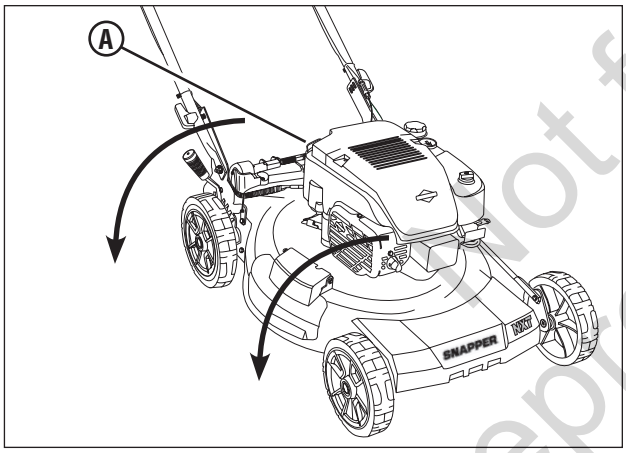

Figure 16 : Vidanger l'huile du moteur
2. Retirez la jauge d'essence **(A, Figure 16)**, puis renversez la tondeuse sur son côté. Laissez l'huile se vidanger en la faisant passer du tube du graisseur dans un récipient approprié. Éliminer l'huile usagée de façon appropriée.